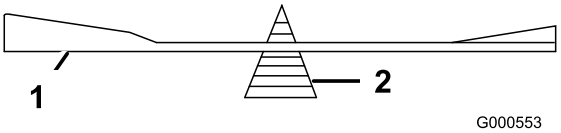

Figur 55
2. Kontroller knivens balance ved at placere den på en afbalanceringsenhed (Figur 55).